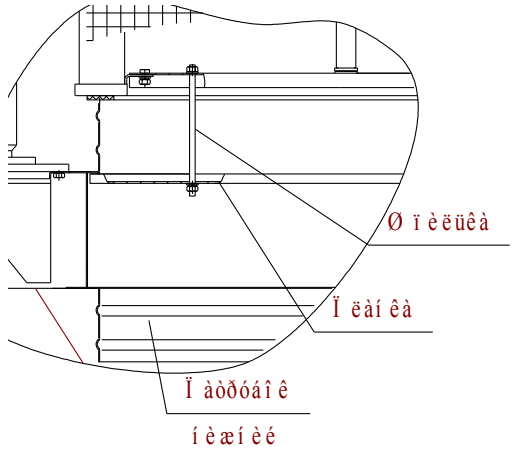

Рис.4
6.2.3 Собрать установку (рис.2). Монтаж кассеты на установку производить в соответствии с рис. 4.
Рекомендуемая принципиальная электрическая схема, обеспечивающая такую блокировку, приведена на рис. 4.